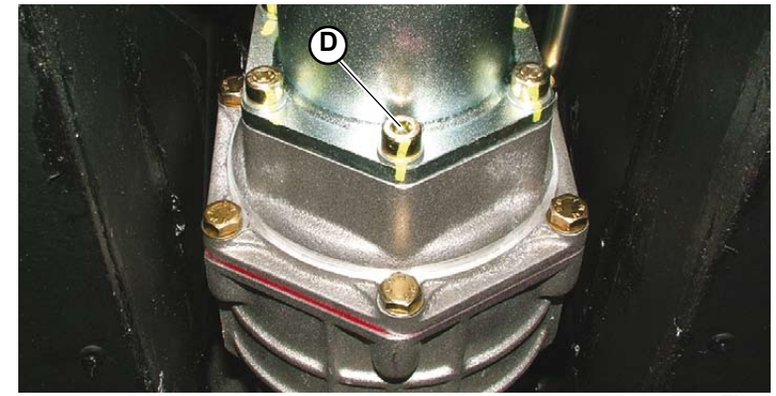

Fig.4
4. Fasten the differential input flange to the propeller shaft pipe by means of the 6 socket head screws (**D-Fig.4**):